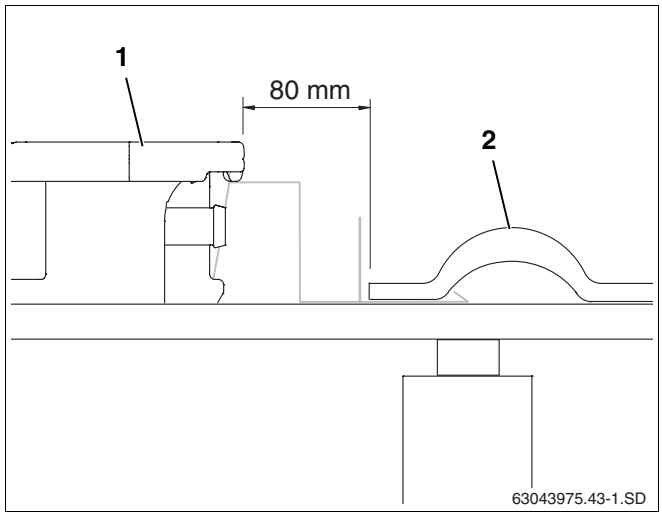

Abb. 24 Ersten Kollektor auflegen und verschrauben
- Ersten Kollektor (Abb. 24, **Pos. 1**) in die Abrutschsicherung gleiten lassen und 80 mm von der äußeren (ggf. geschnittenen) Pfanne (Abb. 24, **Pos. 2**) positionieren.